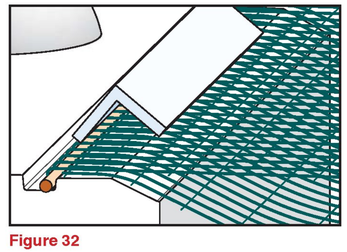

Figure 32
- Pull the geogrid back over the rod and extend the tail beyond the back of the block to provide a minimum of 3 feet embedment. TIP: A steel angle can be used to hold the rod and geogrid in position as shown. **(Figure 32)**